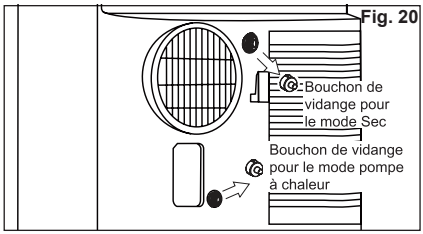

Fig. 20
- Dévissez le bouchon de vidange de la sortie d'évacuation continue (Fig.20).